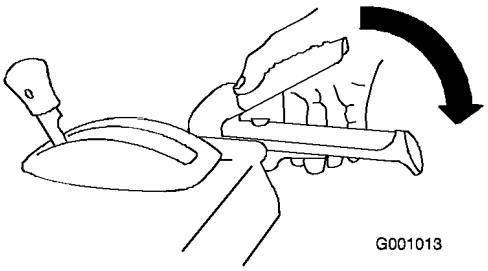

Figura 30
1. Per innestare la trasmissione della coclea/ventola premete la leva destra (coclea/ventola) contro l'impugnatura (Figura 30).